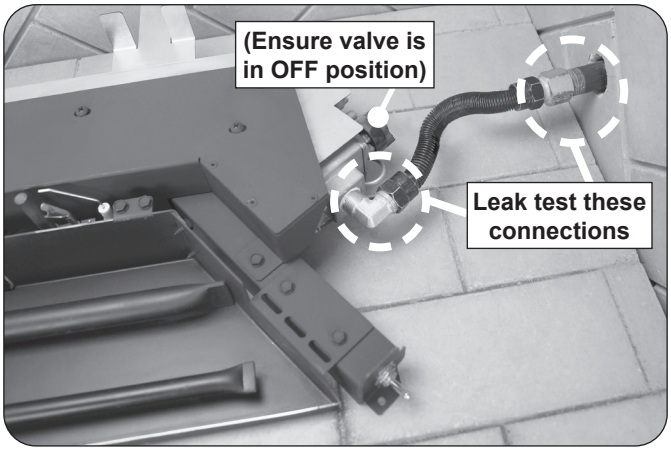

Fig. 9-4 Perform leak test
5. LEAK TEST: Make sure the burner valve is in the OFF position. Turn on the fireplace gas supply, and test at all connections for leaks using the appropriate soapy water solution. See Fig. 9-4. If bubbles appear, a leak is present. Turn off the gas and tighten at all connections. Repeat until no leaks are present. If a leak persists, turn off the gas supply and contact the local gas company or dealer. NEVER USE A FLAME TO CHECK FOR LEAKS.